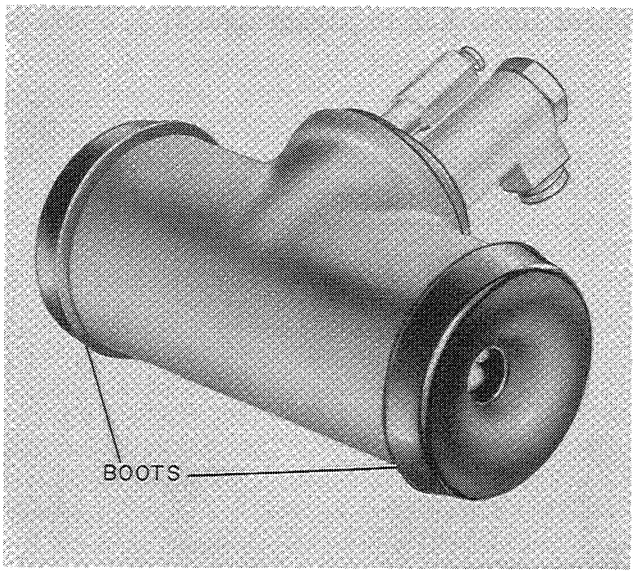

Figure W-48
1. Remove the boots from both ends of the wheel cylinder, Figure W-48.